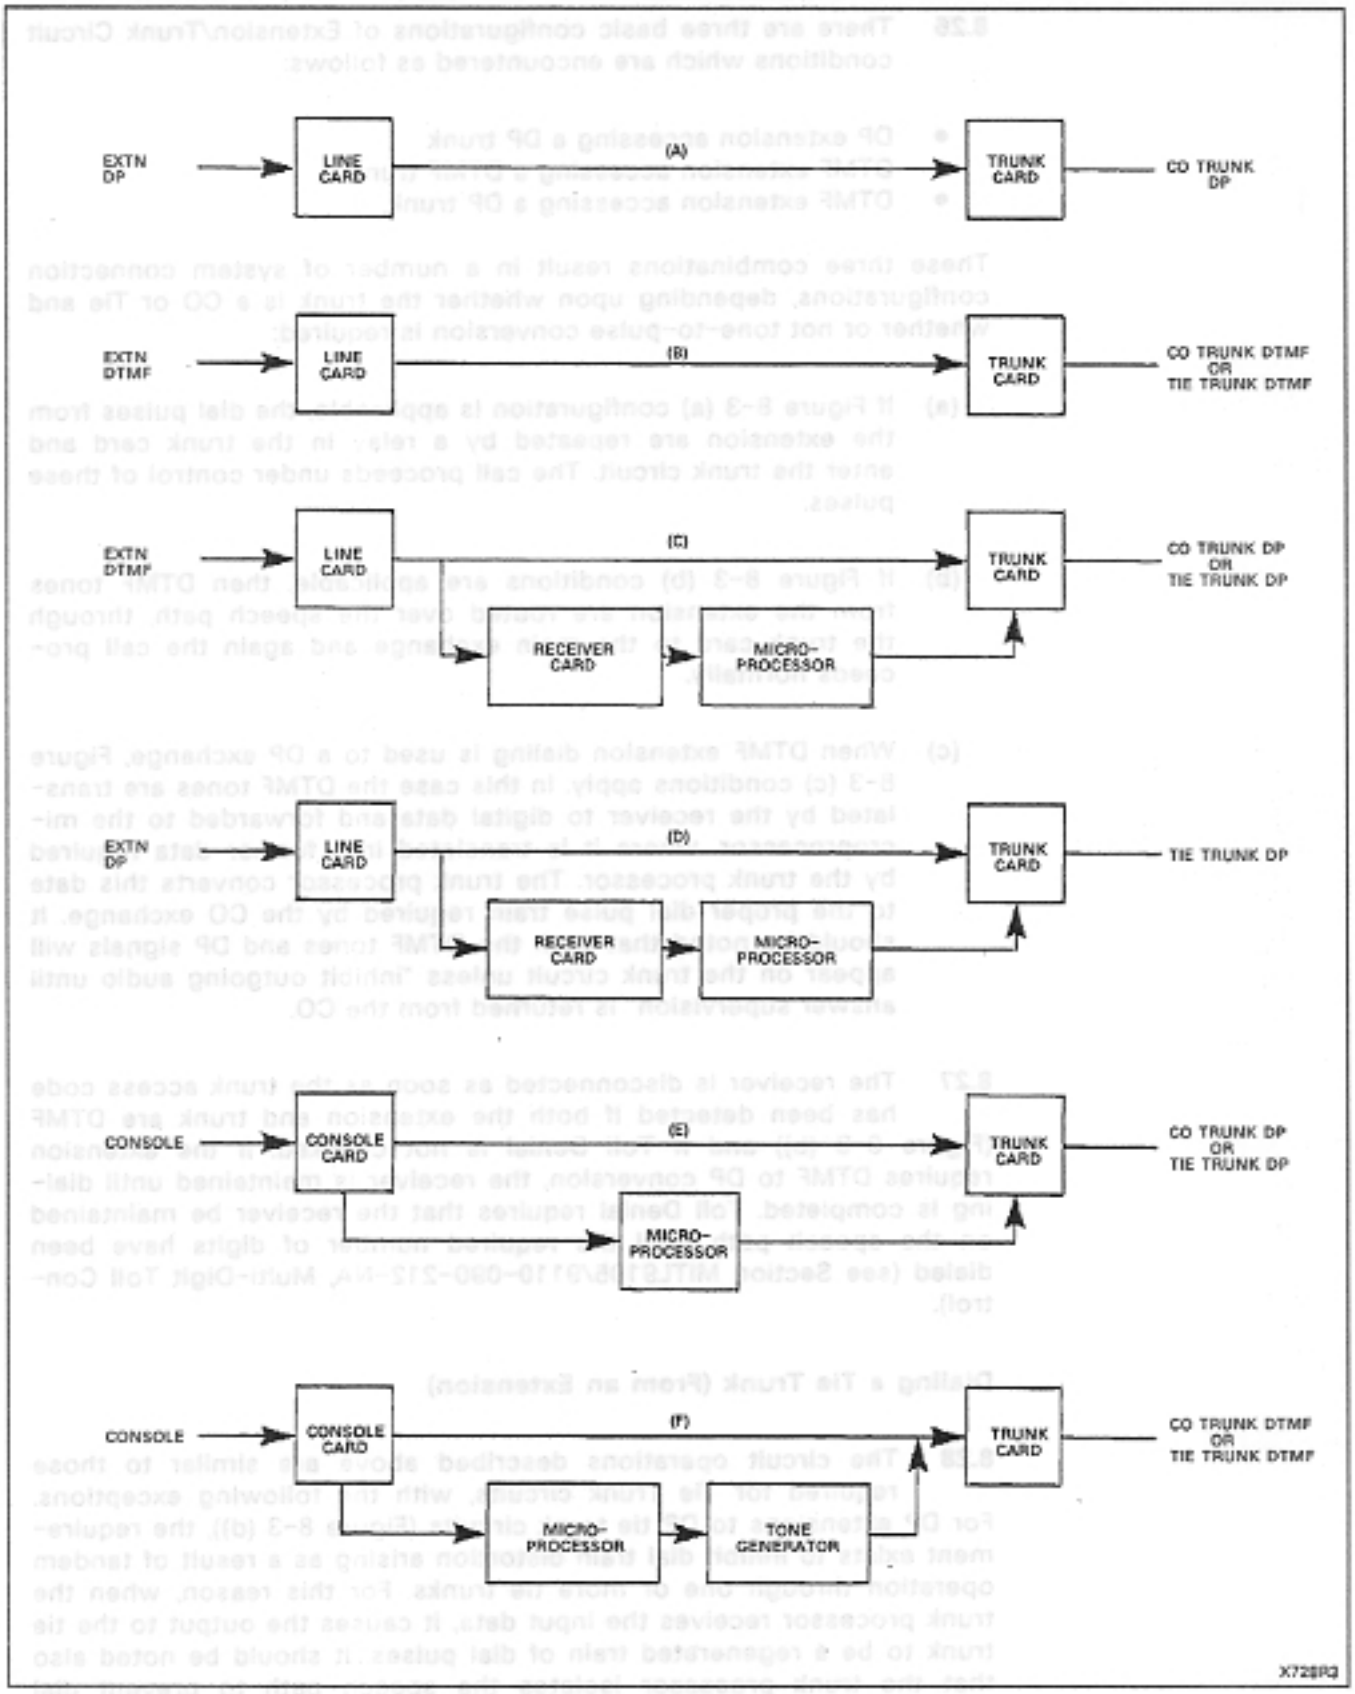

Figure 8-3 Trunk Dialing Configurations
(a) If Figure 8-3 (a) configuration is applicable, the dial pulses from the extension are repeated by a relay in the trunk card and enter the trunk circuit. The call proceeds under control of these pulses.
(b) If Figure 8-3 (b) conditions are applicable, then DTMF tones from the extension are routed over the speech path, through the trunk card to the main exchange and again the call proceeds normally.
(c) When DTMF extension dialing is used to a DP exchange, Figure 8-3 (c) conditions apply. In this case the DTMF tones are translated by the receiver to digital data and forwarded to the microprocessor, where it is translated into further data required by the trunk processor. The trunk processor converts this data to the proper dial pulse train required by the CO exchange. It should be noted that both the DTMF tones and DP signals will appear on the trunk circuit unless "inhibit outgoing audio until answer supervision" is returned from the CO.
8.27 The receiver is disconnected as soon as the trunk access code has been detected if both the extension and trunk are DTMF (Figure 8-3 (b)) and if Toll Denial is not checked. If the extension requires DTMF to DP conversion, the receiver is maintained until dialing is completed. Toll Denial requires that the receiver be maintained on the speech path until the required number of digits have been dialed (see Section MITL9105/9110-090-212-NA, Multi-Digit Toll Control).
8.28 The circuit operations described above are similar to those required for Tie Trunk circuits, with the following exceptions. For DP extensions to DP tie trunk circuits (Figure 8-3 (d)), the requirement exists to inhibit dial train distortion arising as a result of tandem operation through one or more tie trunks. For this reason, when the trunk processor receives the input data, it causes the output to the tie trunk to be a regenerated train of dial pulses. It should be noted also that the trunk processor isolates the speech path to prevent dial pulses from feeding back to the extension.
8.29 As noted in 8.15 (Dialing Internally (From a Console)), the console dial pad produces digital signals which are stored by the microprocessor. After the trunk access code has been dialed, the subsequently keyed data signals are forwarded to the microprocessor where, after decoding, they are forwarded to the trunk card and outpulsed to the trunk line. Figure 8-3 (e) illustrates this circuit. Note that a receiver card is not required for this configuration.
8.30 If the circuit is programmed as a DTMF trunk circuit, a tone generator will be inserted as illustrated in Figure 8-3 (f). This results in the digital data signals being translated into DTMF tone pulses which are then placed on the speech path (not into the trunk card) and forwarded to the trunk circuit for outward transmission. The audio path is isolated back to the console when the DTMF transmission takes place.